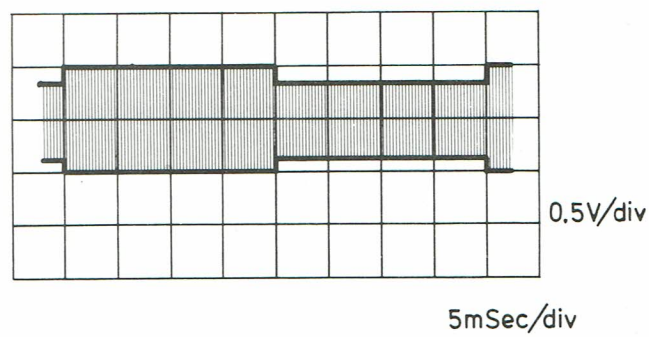

Fig. 2.24
- Vérifier si la distance entre la languette de l'étrier A (Fig. 2.24) et le boîtier du commutateur SK7 est de 0,2 à 0,3 mm.
- Régler l'écrou C (Fig. 2.23) de façon que la modulation de 25 Hz soit complètement disparue sur le signal (voir Fig. 2.24).